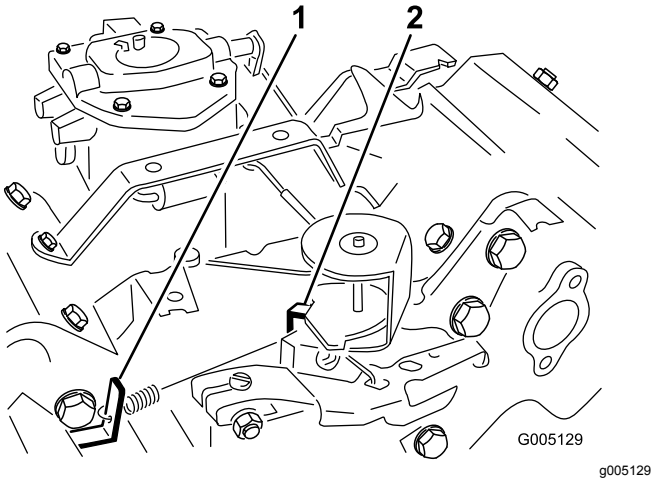

Figur 49
3. Bøj den regulerede styrefjeders ankertap (Figur 49) for at opnå en tomgang på 1650 ± 100 o/min. Kontroller farten med en omdrejningstæller.
5. Flyt gashåndtaget til positionen hurtig (Fast). Bøj høj hastighedsfjederens ankertap (Figur 49) for at opnå en høj hastighed på 2850±50 o/min.